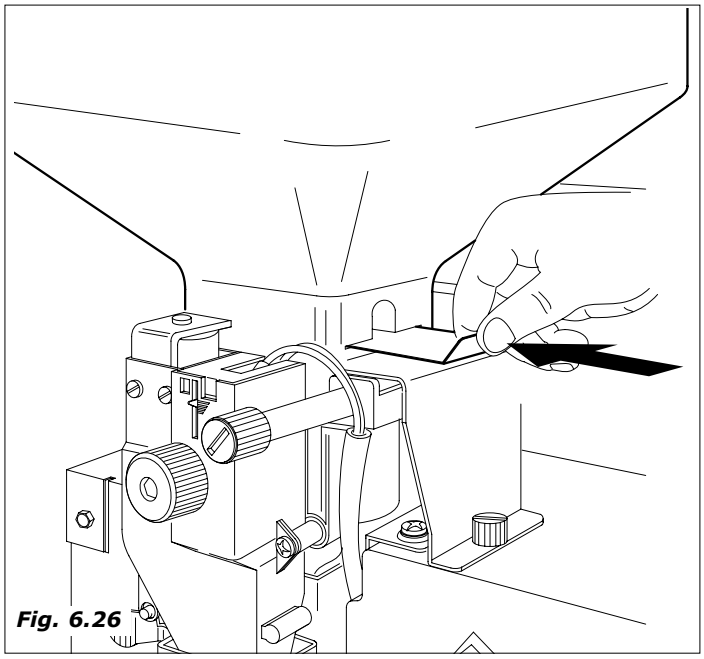

Fig. 6.26
- Para efetuar a carga é necessário extrair cada recipiente. Particularmente para o café em grãos è necessário fechar a chapa de fecho antes de desfiar o recipiente *(Fig.6.26).*